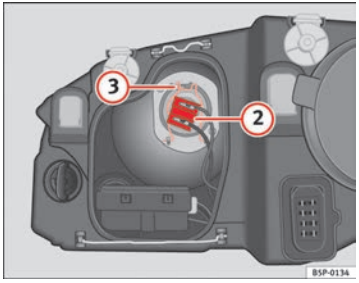

Fig. 187 Dipped head-lights
– Remove the connector ⇒ page 268, fig. 187 (2) from the bulb.
– Disengage the retainer spring ⇒ page 268, fig. 187 (3) pressing inwards to the right.